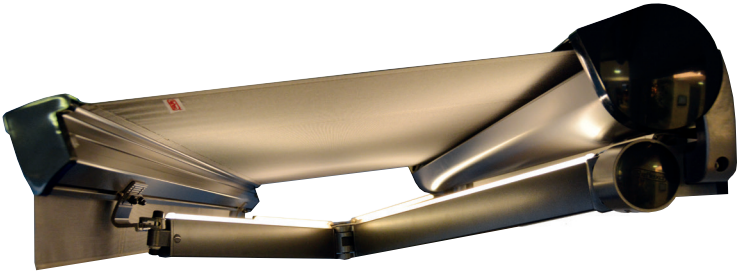

Abb. 1
1. Montieren Sie die Universal- / Tragrohr-Halterungen an Ihrer Markise. Position der äußeren Halter (1 Abb. 1) 30 – 500 mm von Außenkante Lichtstab. Die weiteren Halter (2 Abb. 2) müssen gleichmäßig aufgeteilt montiert werden. Bei den Universalhaltern sind die Befestigungspunkte in der Kassette für die Halter bereits vorgebohrt. Beachten Sie hierzu die im Punkt „Einbausituation“ beschriebenen Bilder und Skizzen der unterschiedlichen Anbaufälle.